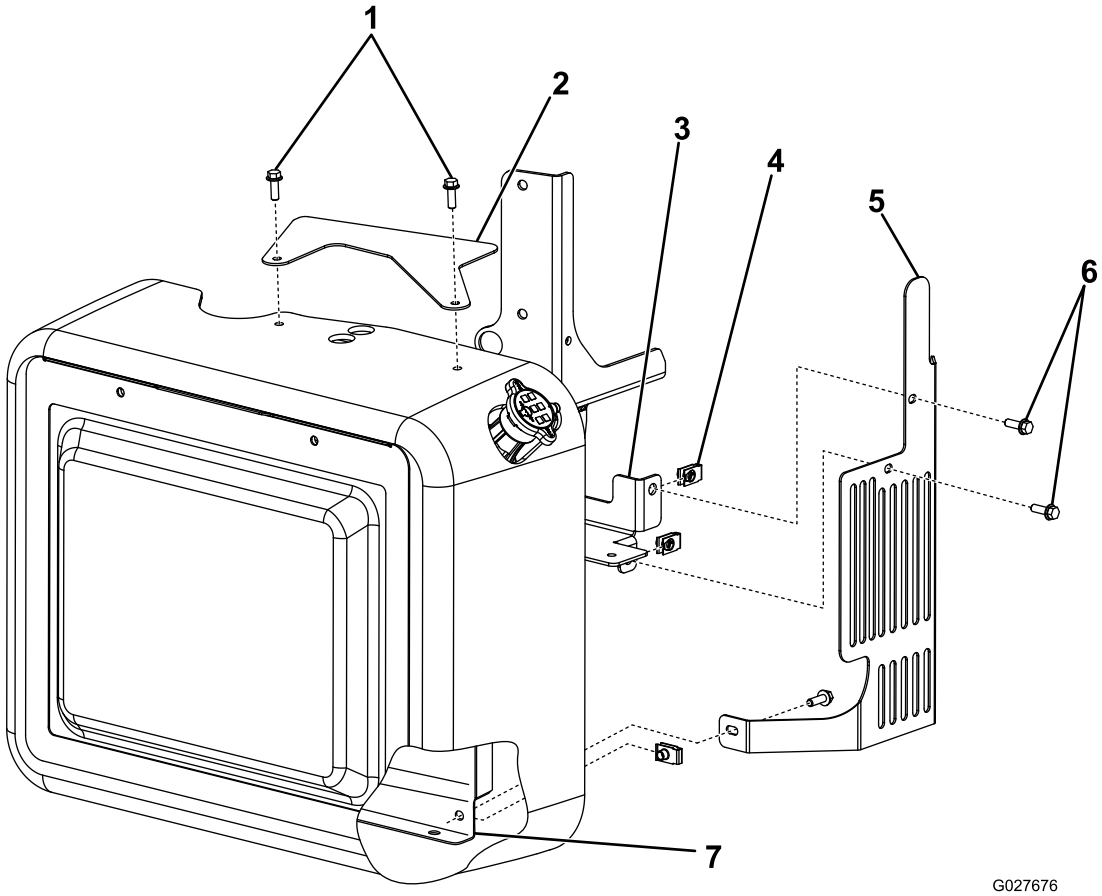

Bild 1
2. Befestigen Sie die obere Kühlerschutzvorrichtung mit zwei Schrauben oben am Kühler (Bild 1).
3. Schieben Sie zwei der Clips auf die Kühlerhalterung, wie in Bild 1 abgebildet.
4. Schieben Sie den verbleibenden Clip auf die Kühlerhaube, wie in Bild 1 abgebildet.
5. Befestigen Sie die hintere Schutzvorrichtung mit den drei restlichen Schrauben (Bild 1).